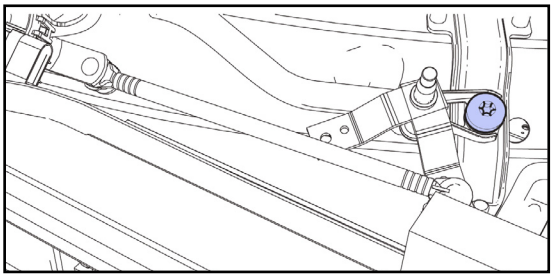

fig. 9c
c. Remove screw securing wiper motor to bulkhead. Torque - 25 Nm (fig.9c)